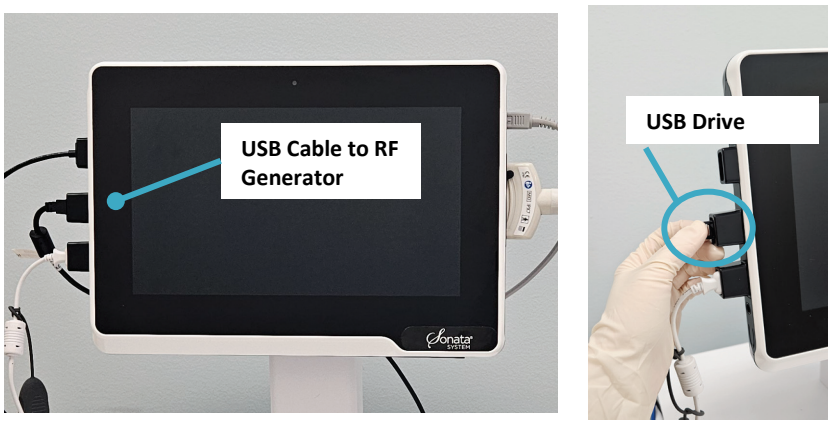

Figure 6-16. Remove USB cable from USB port and insert USB Drive in the USB port.
- Disconnect the SMART Tablet to RF Generator cable from the USB port, see Figure 6-16. This can be done when the system is not being actively used for treatment planning.
- Insert USB drive into the USB port, see Figure 6-16.